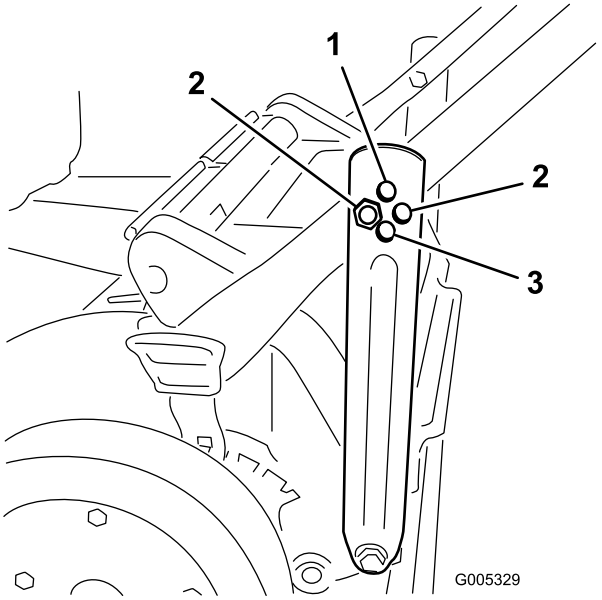

Figuur 4
2. Steek de bout door het gat in elke beugel van de handgreep waarmee de handgreep in de gewenste positie wordt gezet, en draai deze vast (Figuur 4).